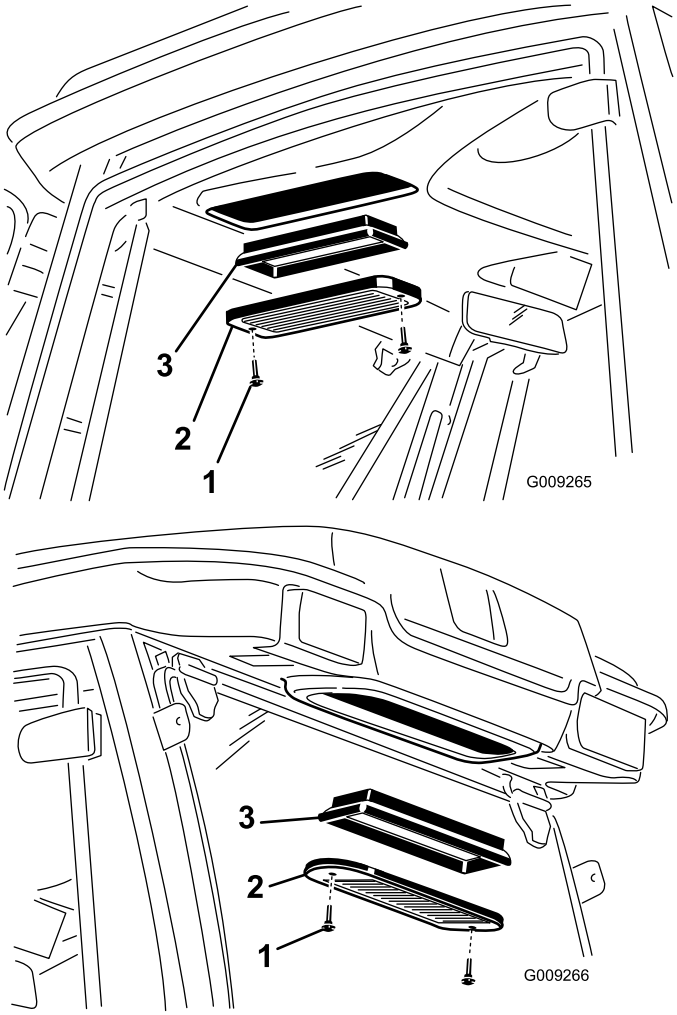

Figuur 86
1. Verwijder de duimschroeven en de roosters van boven de luchtfilters in en achter de cabine (Figuur 86).